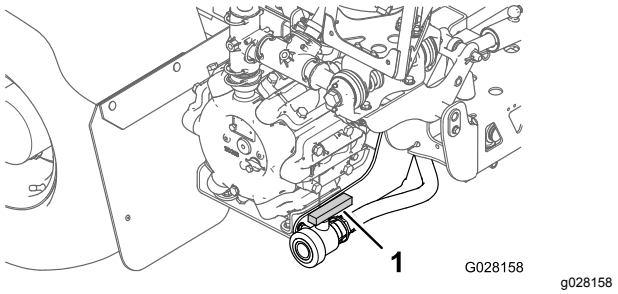

Figur 46
2. Finn tanktømmeventilen på baksiden av maskinen (Figur 46).